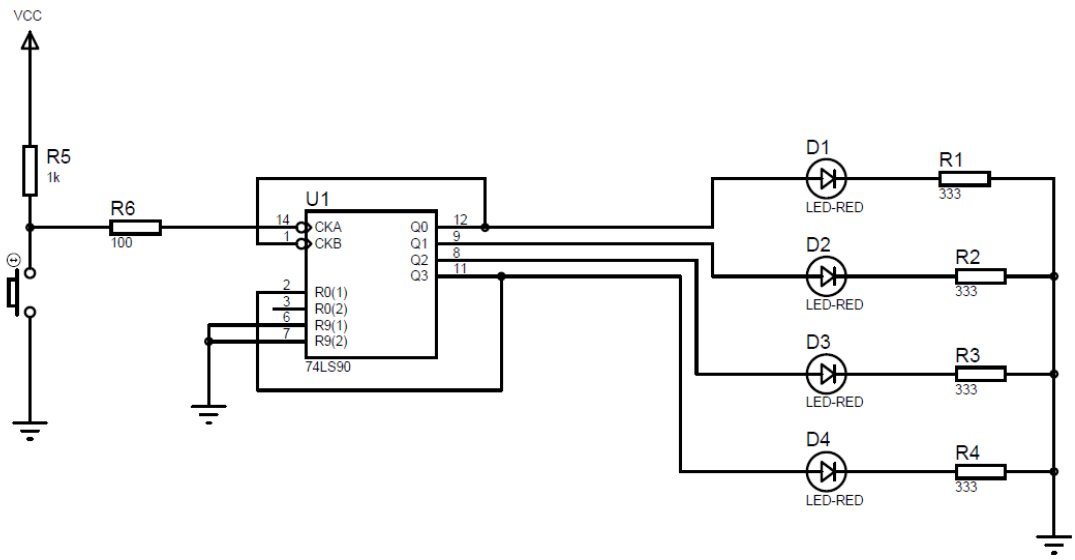

Fig3.2. Eight Decade Counter
R0(1) and R0(2) are the reset inputs of the IC type 7490. By connecting one or two outputs to the reset inputs R0(1) and R0(2), the counter can count from 0 to a variety of final count like in figure 3.2.